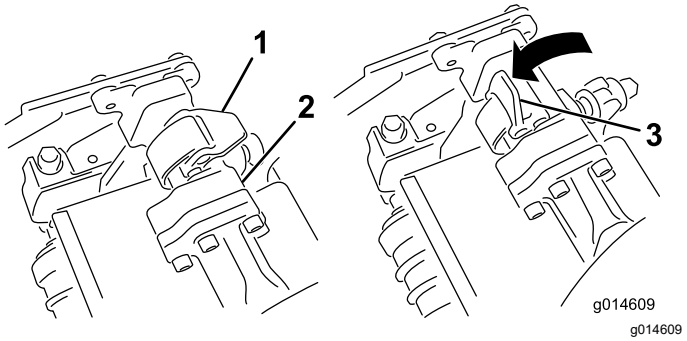
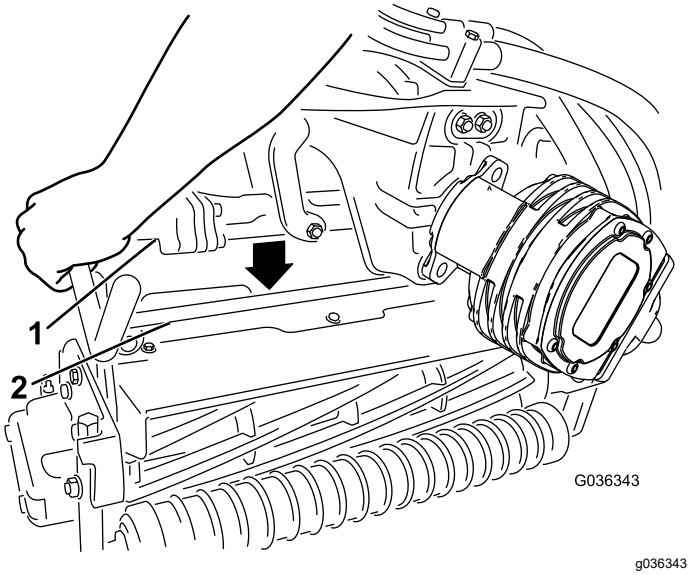

Figuur 62
Figuur 63
4. Open de vergrendelingen op de stang van de ophangarm (Figuur 62) en duw de ophangarm naar beneden zodat de stang over beide bevestigingsarmen op de maai-eenheid past en zorg ervoor dat de vergrendelingen onder de dwarsstang van de maai-eenheid gaan (Figuur 63).
5. Sluit de vergrendelingen rond de stang van de maai-eenheid en vergrendel ze (Figuur 62).
6. Open de vergrendelingen op de stang van de ophangarm van de maai-eenheid dat u wilt verwijderen (Figuur 62).